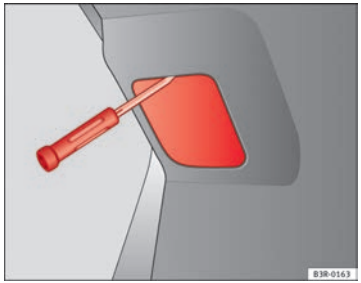

Abb. 218 Abdeckung der Gepäckraumklappe entfernen
– Schieben Sie einen Schraubendreher von oben in die Aussparung ⇒ Abb. 218 heben Sie die Abdeckung heraus.